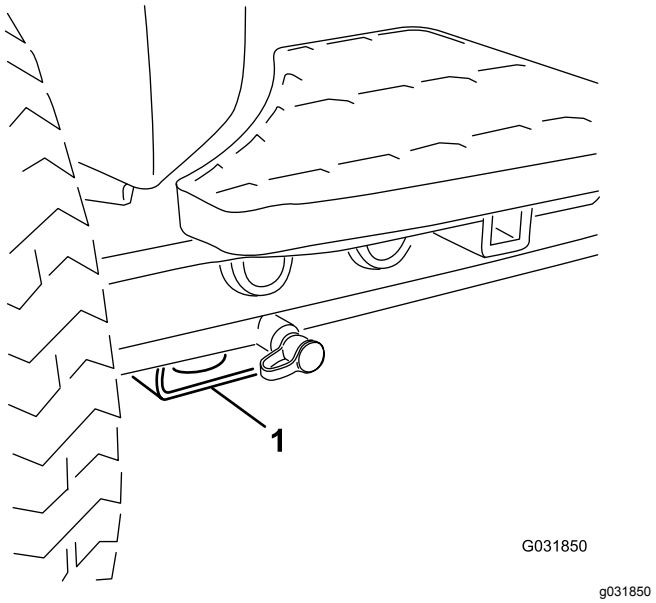

Figur 74
- Fram – fyrkantigt belägg under axelröret inuti båda framdäcken (Figur 74).